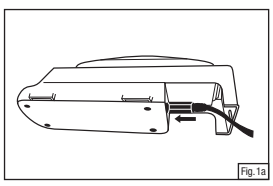

Fig.1a
- Trousse de chargeur pour une pile TR-341N 3M™^MC : Insérer le cordon d'alimentation c.c. de la trousse de chargeur pour une pile TR-941N 3M™^MC dans le support de charge (Fig. 1a). Brancher le cordon d'alimentation dans une source d'alimentation c.a. (100 à 240 V), par exemple une prise de courant murale.